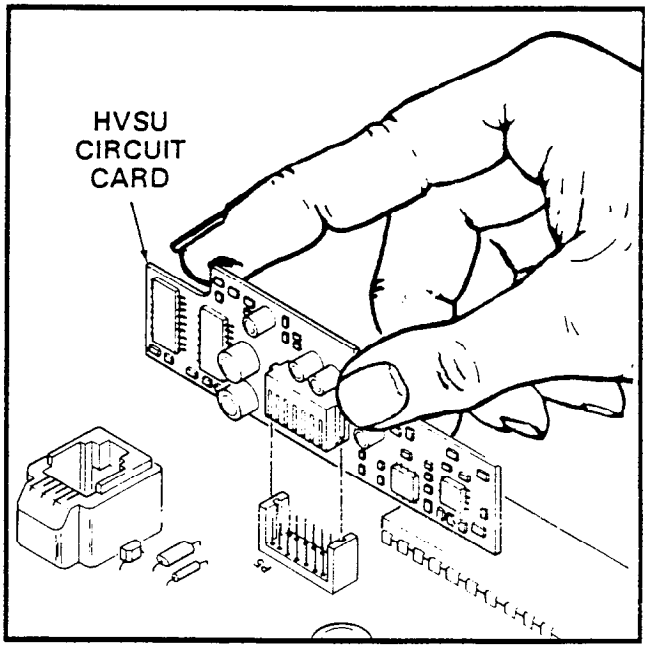

FIGURE 19—HVSU LOCATION
3) Plug the HVSU into the **P5** connector on the bottom of the EKT main board (Figure 19).